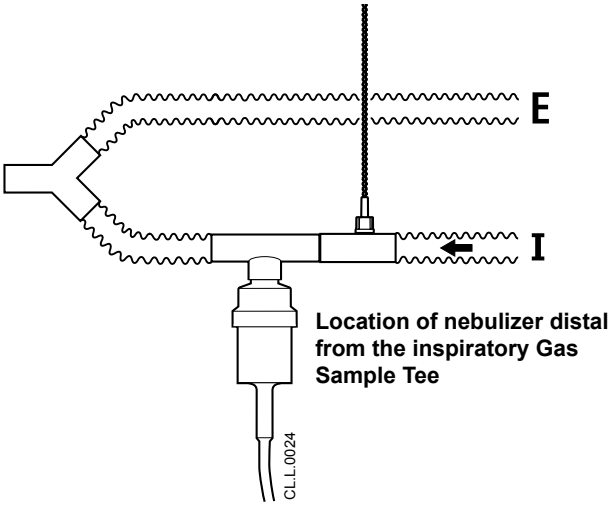

Figure 3-46 Diagram of breathing circuit section, showing nebulizer placement
1. Place the medication nebulizer downstream of the Gas Sample Tee on the inspiratory limb (see Figure 3-46).